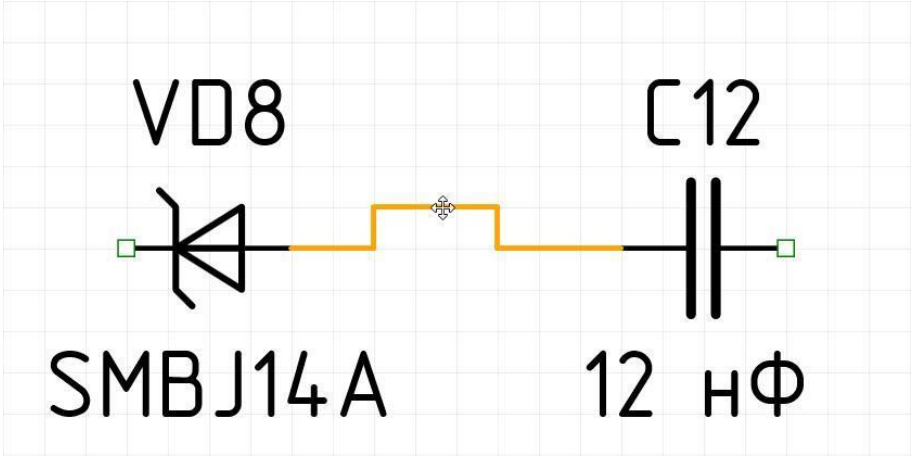

Рис. 452. Выбор всего проводника
3. При повторном нажатии левой кнопки мыши проводник будет выбран целиком, см. Рис. 452. Следующее нажатие левой копки мыши приведет к тому, что у цепи будет выбран только тот сегмент, на котором установлен курсор.